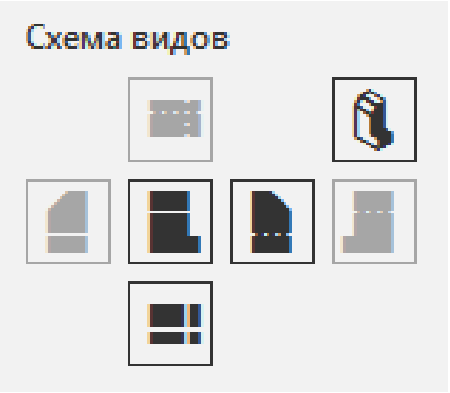
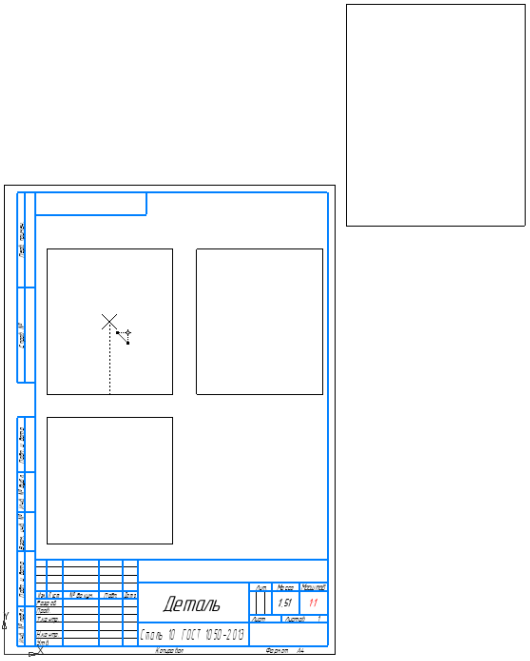

Рис. 8.22
Рис. 8.23
3) В ***Панели параметров*** в разделе ***Схема видов*** щелкните по четвертому виду – аксонометрии модели (рис. 8.22). Появится еще один фантом в виде прямоугольника (рис. 8.23).